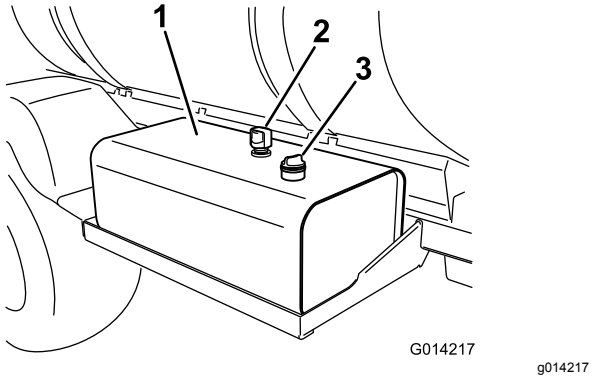

Рисунок 89
2. Очистите зону вокруг крышки гидравлического бака с масломерным щупом и снимите ее (Рисунок 89).